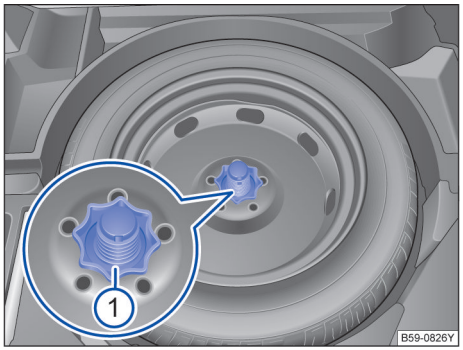

图 234 行李厢内：备用车轮（类型 A）固定手轮
– 逆时针拧下备用车轮中间的固定手轮→ 图 234 ①，拆下备用车轮。